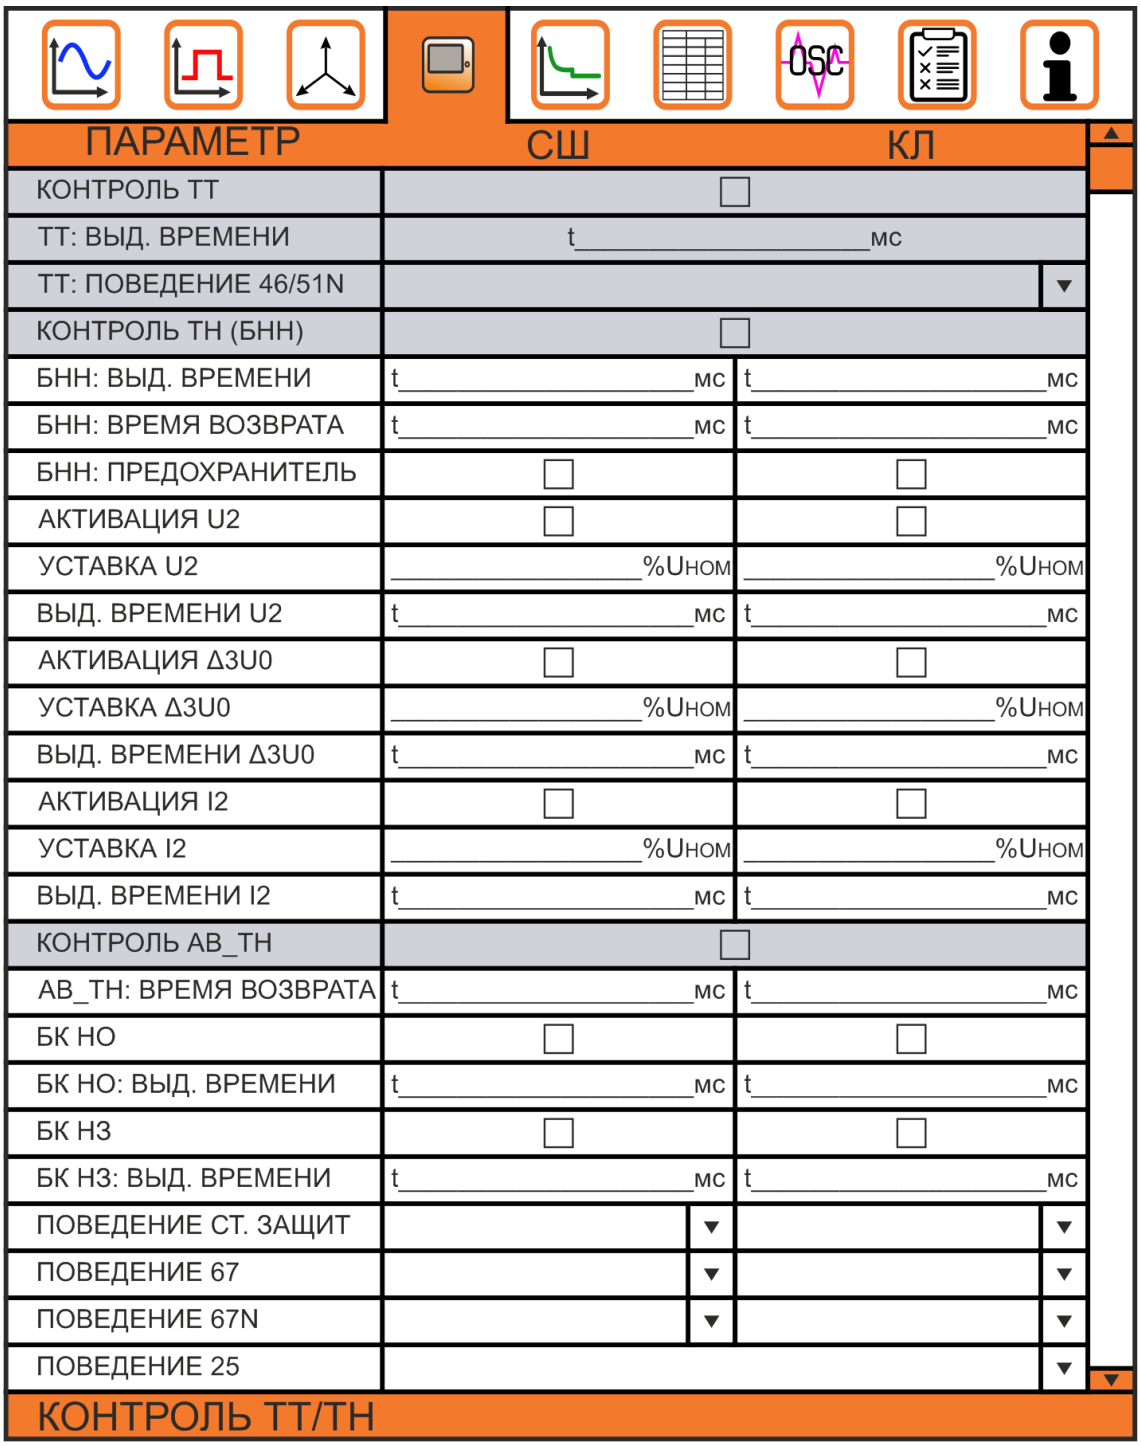

Рис. 2.4.14. Окно вкладки «Основные характеристики: Контроль ТТ/ТН»
2.4.8.2. Меню «**Контроль ТТ/ТН**» (Рисунок 2.4.14)